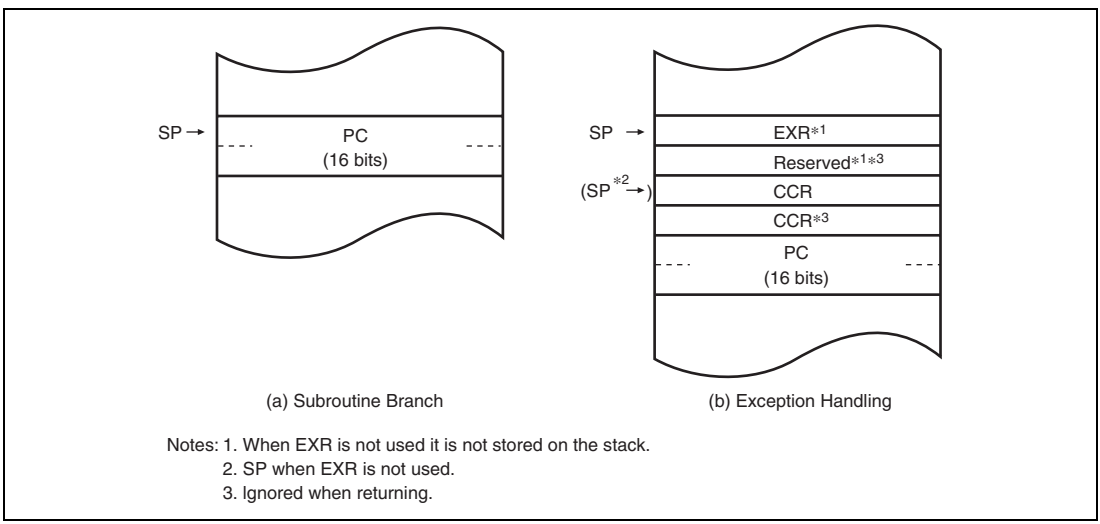

**Figure 2.2 Stack Structure in Normal Mode**
When the program counter (PC) is pushed onto the stack in a subroutine call, and the PC, condition-code register (CCR), and extended control register (EXR) are pushed onto the stack in exception handling, they are stored as shown in figure 2.2. EXR is not pushed onto the stack in interrupt control mode 0. For details, see section 4, Exception Handling.